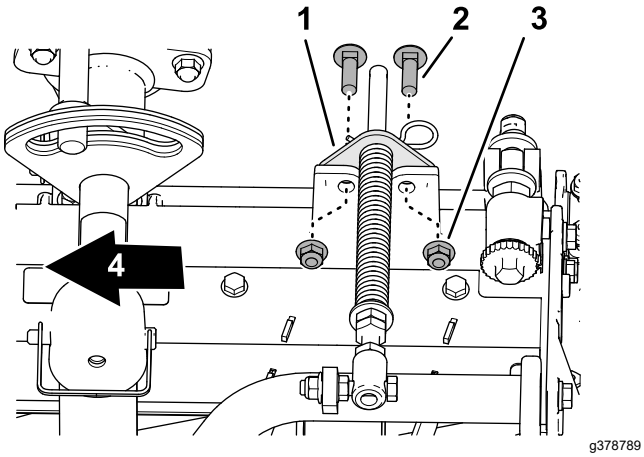

Figur 14
5. Rikta in hålen i gräsutjämningsfästet mot hålen i klippenhetens ram (Figur 14).